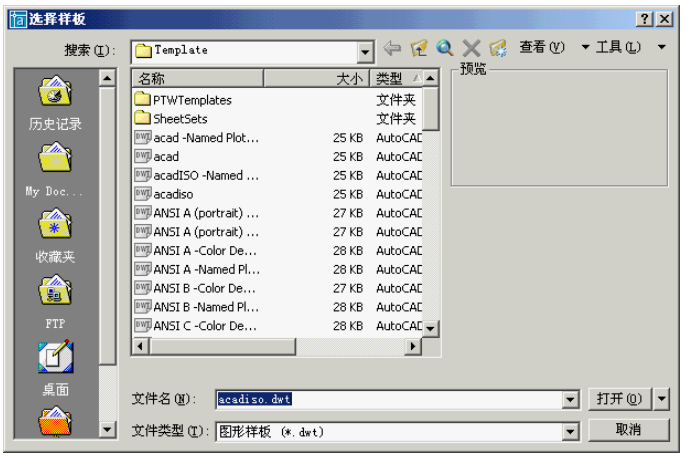

图1-1　【选择样板】对话框
2. 选择【文件】/【新建】命令，打开【选择样板】对话框，如图 1-1 所示。该对话框中列出了许多用于创建新图形的样板文件，缺省的样板文件是“Acadiso.dwt”。单击 打开(O) 按钮开始新图形的绘制。